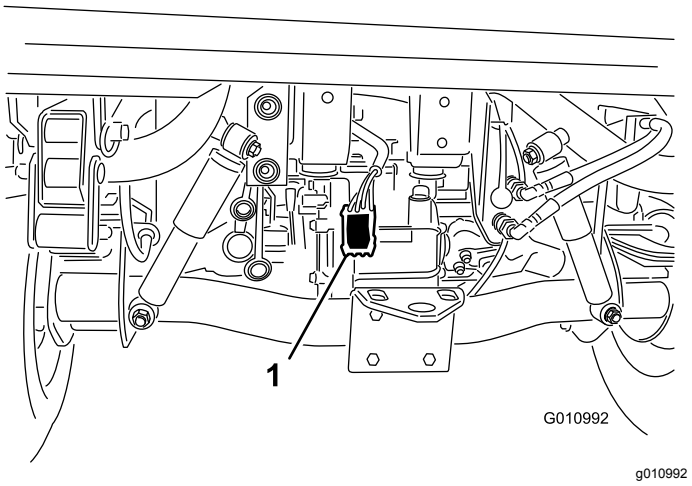

Figuur 8
5. Leid de kabelboom langs de kabelboom van het hoofdvoertuig naar de achterzijde van het voertuig (Figuur 8).